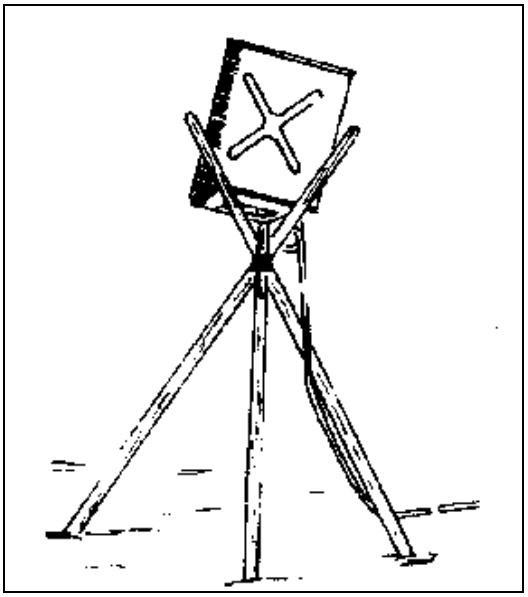

Figure 10
- If liquid fuel is to be used, the fuel can stand (optional item; the fuel can stand is available as an Additional Authorized Item) must be assembled in order to mount the fuel can in the proper position. The fuel can, outfitted with a fuel can gravity feed adapter, must be mounted to the stand with the gravity feed adapter facing down. The design of the fuel can stand places the fuel can 2-3 feet above the fuel flow control valve. See Figure 10 below for an improvised support stand.
- Alternately, construct a fuel can tripod with three poles approximately 4.5 feet long (Figure 10). Tie these together about two-thirds of the length from the bottom, with nylon cord, rope or wire. Use a sling rope to secure the fuel can to the tripod. The height of the poles may need to be adjusted to ensure that the fuel can is two to three feet above the fuel flow control valve. If the fuel can is too high or too low, it may interfere with proper flow of fuel into the stove.
(1) Lift fuel selector control knob on the Fuel Flow Control Valve and set in accordance with the outside temperature. There are two positions, ABOVE -25º F and BELOW -25º F. Pull the knob and rotate it to the desired position. Release the control knob, making sure that the knob locks in the indentation for the desired position.
(2) Set fuel ON/OFF control to ON.
(3) Set flow adjustment knob to HI; wait 2 to 5 minutes in order to allow the fuel flow control valve and burner up-tube to fill with fuel. This step should only be performed under conditions below -25º F (-32º C), degrees below zero. Under warmer conditions it will not be necessary to wait 2-5 minutes.
(4) Shake or tap hoses to clear any air bubbles that may be trapped in the hoses.
(5) Open the door assembly and verify that the Burner Cover Assembly has been installed in the door frame. Shut and latch the door.